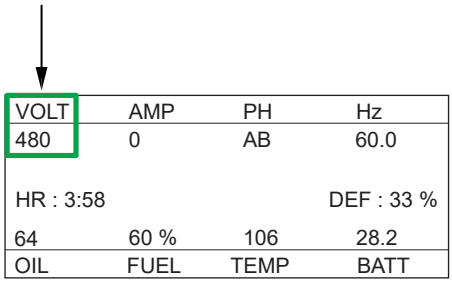

Figure 56. Controller Display (Voltmeter)
3. Check the voltage reading on the digital controller display (Figure 56).